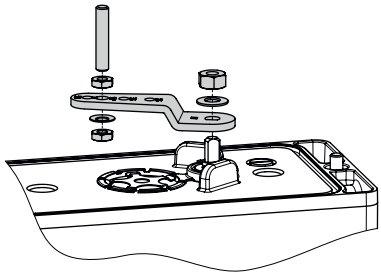
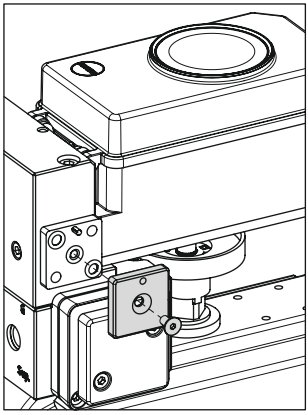

Bild 5-14: *Abtaststift in 90°-Position*
Bild 5-16: *Montage der Wendeplatte*
5. Abtaststift am Hebel des Stellungsreglers in die 90°-Position setzen und festschrauben (vgl. Bild 5-14). Dabei nur den längeren Abtaststift aus dem Anbausatz verwenden.
6. Stellungsregler auf dem Adapterwinkel (1) so ausrichten, dass der Abtaststift in das Mitnehmerrad (3) des Antriebs greift.
7. Stellungsregler mit den Befestigungsschrauben (6) an den Adapterwinkel (4) montieren.
2. Den Adapterblock (1) mit vier Befestigungsschrauben (2) auf die NAMUR-Schnittstelle des Antriebs montieren, auf richtigen Sitz der Dichtungen achten.
3. Mitnehmerrad (3) auf die Welle des Antriebs montieren. Passende Adapter verwenden (vgl. Tabelle 5-9, Seite 5-43).
4. Adapterwinkel (4) auf den Adapterblock (1) setzen und mit den Befestigungsschrauben (5) montieren, auf richtigen Sitz der Dichtungen achten.
5. Abtaststift am Hebel des Stellungsreglers in die 90°-Position setzen und festschrauben (vgl. Bild 5-14, Seite 5-20).
8. Umkehrverstärker Typ 3710 (7) mit den beiden Führungsbuchsen (8) und der Abschlussplatte (9) mithilfe der zugehörigen Befestigungsschrauben (10) am Adapterwinkel montieren, auf richtigen Sitz der Dichtungen achten.
10. Bei Funktion doppeltwirkend Wendeplatte mit der Beschriftung ***Doppel***, bei Funktion Teilhubtest Wendeplatte mit der Beschriftung ***PST*** montieren (vgl. Bild 5-16), auf richtigen Sitz der Dichtungen achten.